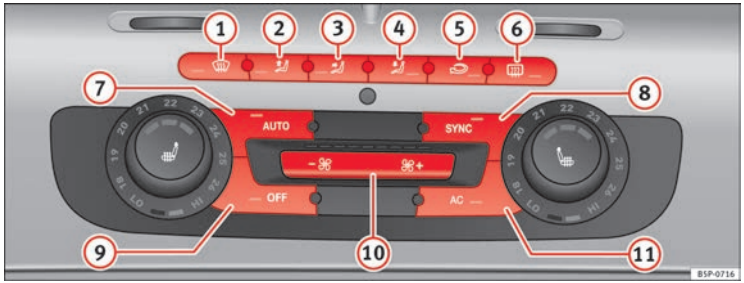

Fig. 134 On the dash panel: 2C Climatronic controls.
– To enter manual mode, press one of the buttons ⇒ Fig. 134 (1) to (5) or press the air flow control (10). The selected function is shown on the radio or navigator display.
– Press the button [⟲] ⇒ Fig. 134 (2) to switch air recirculation mode on or off. It is switched on if the following symbol appears in the display ⟲.